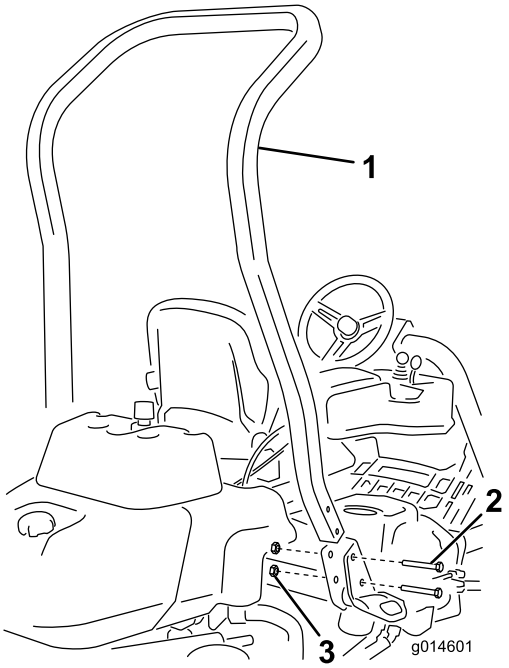

**Figuur 3**
3. Monteer de rolbeugel met behulp van 4 bouten (1/2 x 3-3/4 inch) en 4 flensmoeren (1/2 inch) in de vakken aan weerszijden van de machine (Figuur 3)